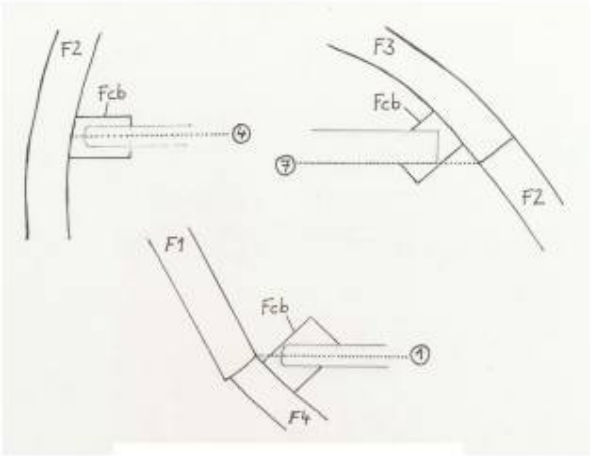

Fig. 50: positionnement des Fcbs
7. Souder les 14 Fcbs (connecteurs barres transversales avec le cadre) à F1,F2, F3 et F4. Voir fig 50.